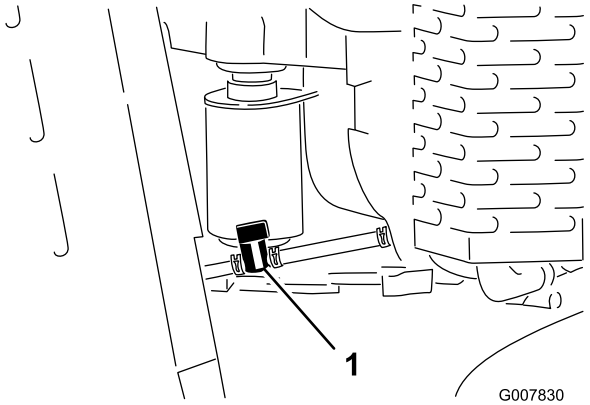

Bild 40
4. Schließen Sie den Kraftstoffhahn (Bild 40).
5. Drücken Sie die Enden der Schlauchklemme an der Motorseite des Kraftstoffhahns zusammen und schieben Sie ihn an der Kraftstoffleitung vom Ventil weg (Bild 40).
6. Ziehen Sie die Kraftstoffleitung vom Ventil (Bild 40). Öffnen Sie den Kraftstoffhahn und lassen Sie den Kraftstoff in einen Benzinkanister oder eine Auffangwanne ablaufen.
3. Schließen Sie den Kraftstoffhahn (Bild 40).
7. Drehen Sie den Kraftstoffhahn in die geöffnete Stellung (Bild 40).